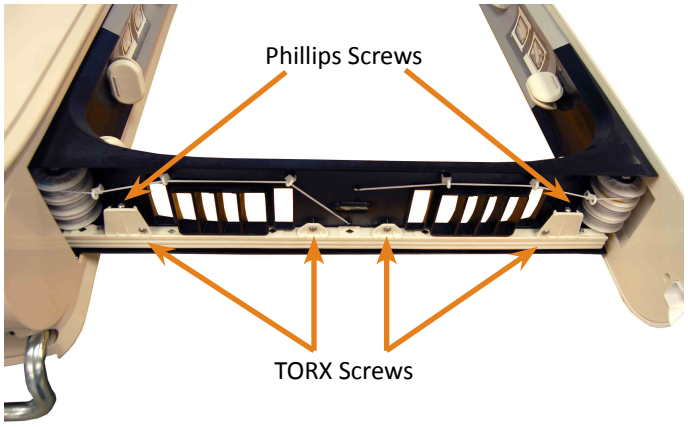

Figure 2
3. Lay SWASH™ system on its side to access the bottom of the door assembly (see Figure 2).
4. **Separate the lower slide from the door frame**. Using a #2 Phillips screwdriver, remove the two (2) 'side-mounted' screws and using a #15 TORX driver, remove the four (4) 'bottom-mounted' screws as illustrated in Figure 2.